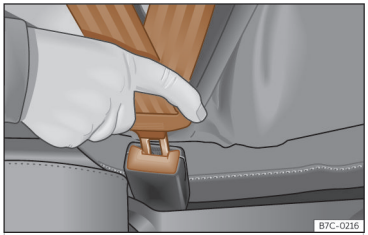

Fig. 23 Insertar la lengüeta del cinturón de seguridad en su cierre.
- Encastre la lengüeta en el cierre del asiento correspondiente ››› fig. 23.